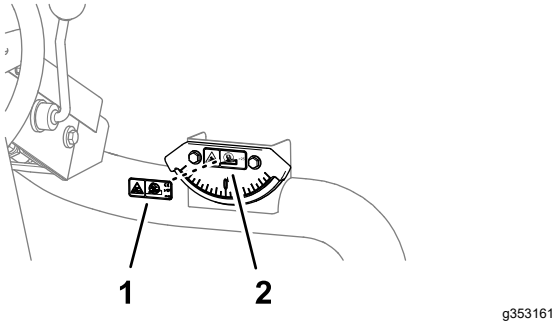

Rysunek 39
1. Wytrzyj do czysta alkoholem naklejkę o niebezpieczeństwie przechylania na wskaźniku nachylenia i poczekaj, aż etykieta wyschnie (Rysunek 39).
2. Zdejmij warstwę ochronną i naklej naklejkę o niebezpieczeństwie przechylania CE na naklejkę o niebezpieczeństwie przechylania na wskaźniku nachylenia (Rysunek 39).